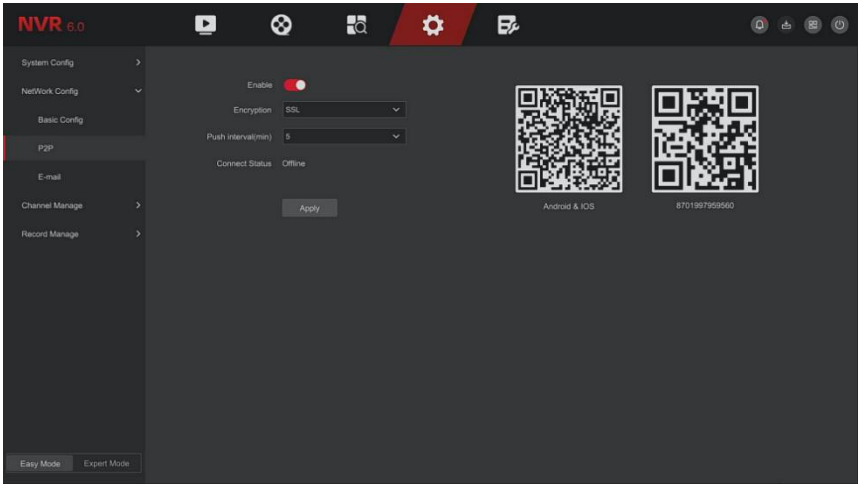

Figure 5-28
Step 1: On the main menu page, click " Config →Easy Mode → Network Config →P2P" to enter the P2P interface, as shown in Figure 5-28.